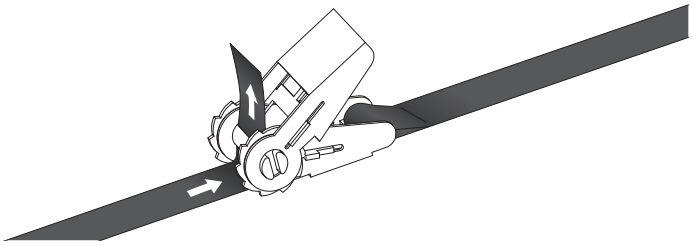

FIGURE 12A
7. Standing on ladder step, lean toward tree with previously installed 6' ratchet strap (14) now in hand.
a. Wrap the previously installed end of the long strap around the tree and feed through the slot in the ratchet mechanism. **SEE FIGURE 12A.**